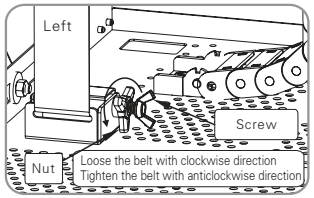

Figure16
- Left height adjustment(Figure 16), firstly unscrew the left adjusted nut from middle to left, then you can release or tighten belt by turning left screw. Turning clockwise to release belt and would lower height of left side. Inversely, turning counterclockwise to tighten belt and upper height of left side.